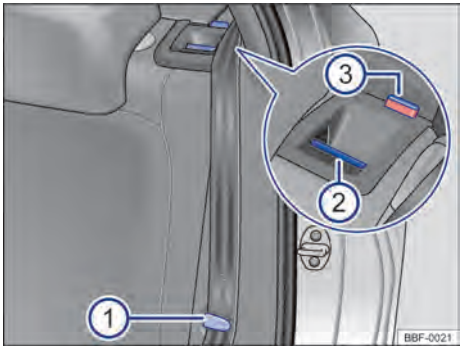

Fig. 68 No encosto do banco traseiro: botão de destravamento.
– Encaixar os cadarços dos cintos nos respectivos alojamentos no revestimento lateral → Fig. 68 ①
– Puxar o botão de destravamento → Fig. 68 ② para frente e, ao mesmo tempo, rebater o encosto do banco traseiro para frente.
– A respectiva parte de encosto do banco traseiro estará destravada quando a marcação vermelha → Fig. 68 ③ estiver visível.
– A marcação vermelha → Fig. 68 ③ não pode mais estar visível.